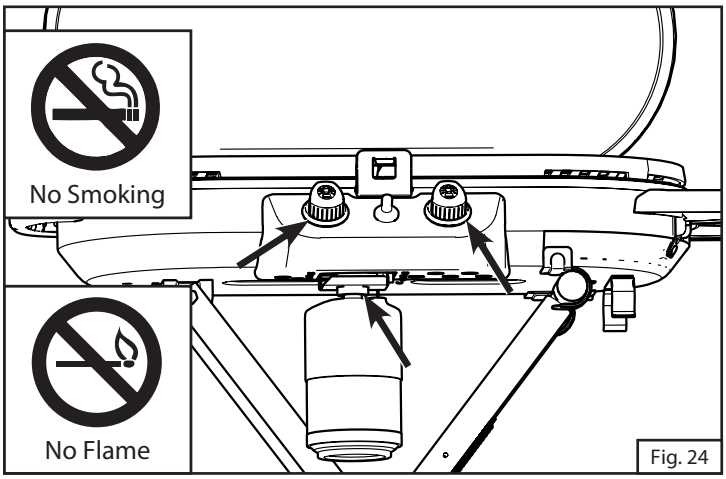

Fig. 24
3. Apply a soap solution to the connections indicated with the arrows. (Fig. 24) If bubbles appear at these areas, a leak is indicated.